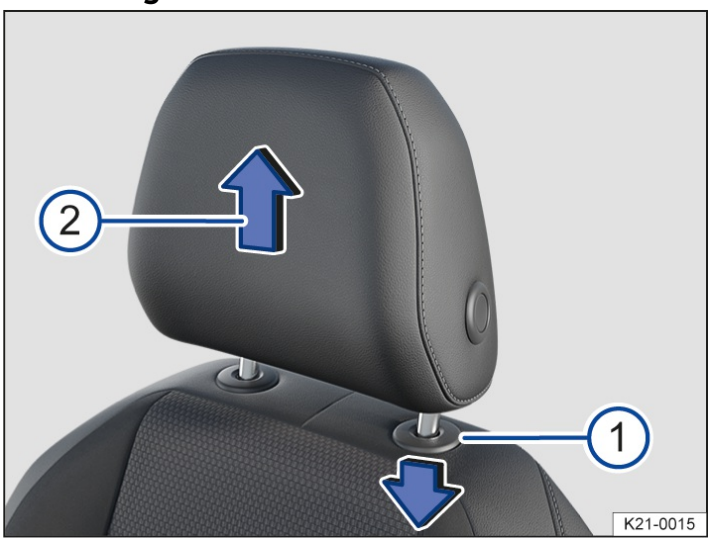

Fig. 1 Removing a front head restraint (illustration).
2. To release, press the ring around the head restraint guide pin downwards → *Fig. 1* (1).
3. Pull the head restraint out in the direction of the arrow → *Fig. 1* (2).